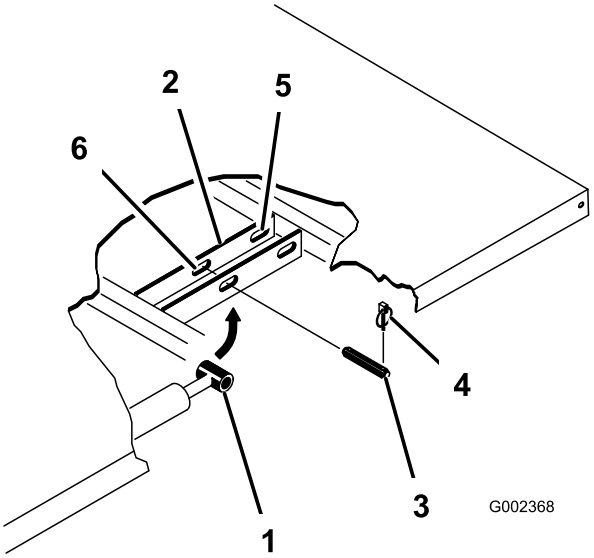

**Figur 30**
2. Tag ringstifterne af de yderste ender af cylinderstangens gaffelbolte (Figur 30).
3. Afmonter de gaffelbolte, der fastholder cylinderstangens ender til ladmonteringspladerne, ved at skubbe boltene indad (Figur 30).
4. Afmonter de ringstifter og gaffelbolte, der fastholder aksebeslagene på stelkanalerne (Figur 30)